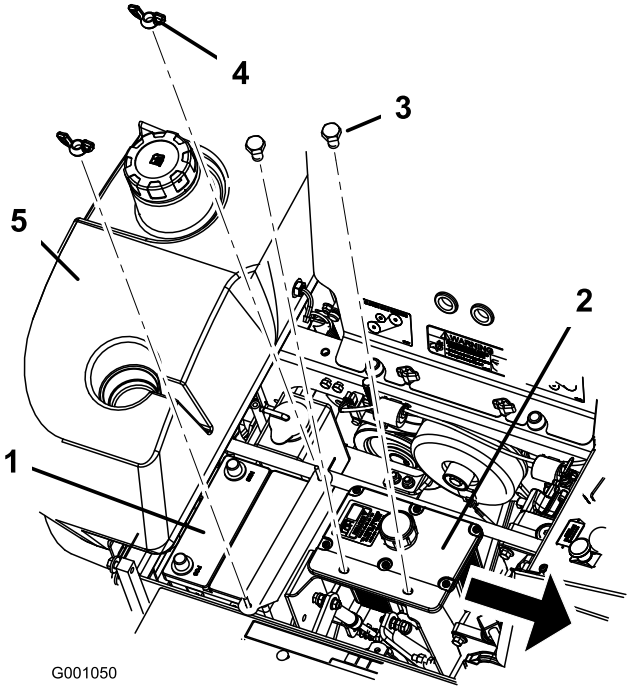

Rysunek 57
6. Odkręć obie nakrętki motylkowe (1/4 cala) mocujące obejmę akumulatora (Rysunek 57).
7. Odkręć śruby mocujące zbiornik hydrauliczny (Rysunek 57).
1. Ustaw akumulator na podstawce z biegunami zacisków znajdującymi się po przeciwnej stronie niż zbiornik hydrauliczny (Rysunek 57).
6. Zamocuj akumulator za pomocą śrub o sworzniu zagiętym, obejmy mocującej, dwóch podkładek (1/4 cala) i dwóch nakrętek motylkowych (1/4 cala) (Rysunek 57).